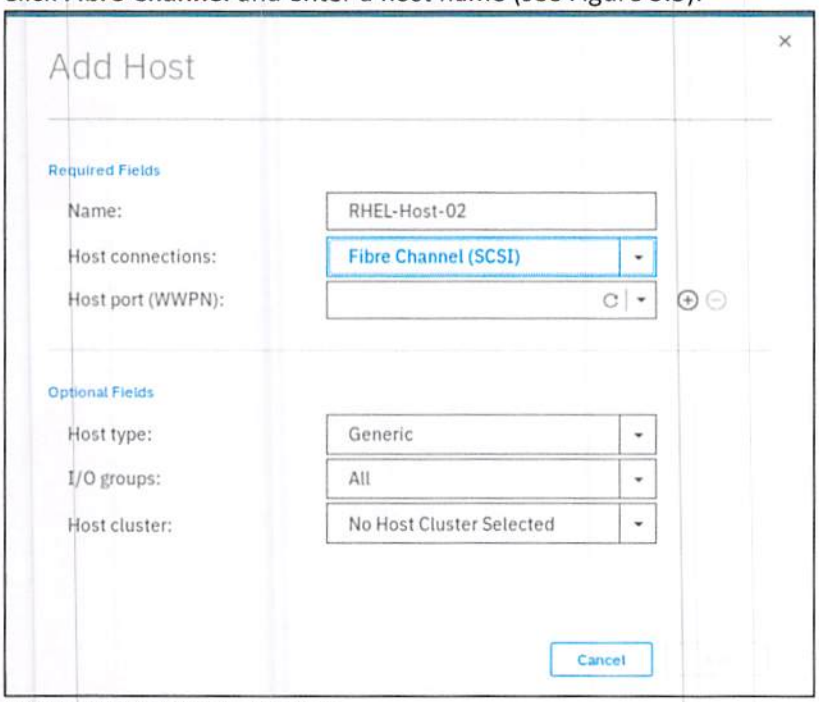

Figure 3.5 Creating an FC Host
1. Click **Fibre Channel** and enter a host name (see Figure 3.5).